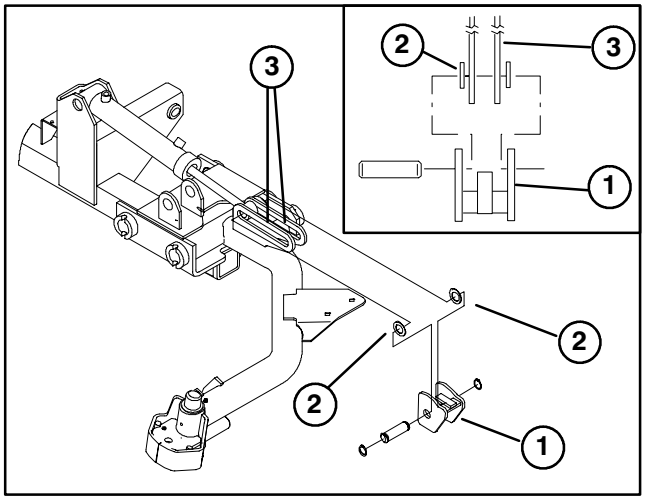

Figure 2
4. Install cylinder stop and lift cylinder to lift arm with new cylinder pin, (2) thrust washers and previously removed snap rings. Position a washer between each side of cylinder stop and lift arm slides. Make sure stop is positioned as shown in figure 2.